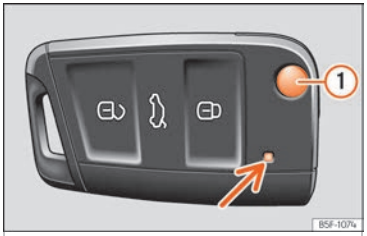
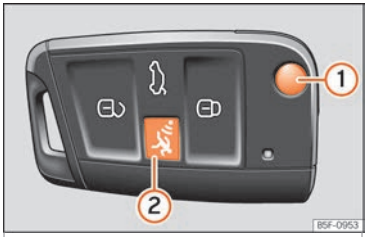

Fig. 117 Llave del vehículo.
Fig. 118 Llave del vehículo con botón de alarma.
Cuando se pulsa brevemente un botón en la llave del vehículo, el testigo de control parpadea ››› fig. 117 (flecha) una vez brevemente, pero si se pulsa durante un tiempo prolongado, parpadeará varias veces, por ejemplo, en la apertura de confort.
Presionando la tecla (1) ››› fig. 117 o ››› fig. 118 se desbloquea y despliega el espadín.
- **Si se pulsan los botones de la llave del vehículo ››› fig. 117 o ››› fig. 118 o uno de los botones del cierre centralizado ››› pág. 129 repetidamente en el transcurso de un breve período, el cierre centralizado se desconecta brevemente como protección contra la sobrecarga. El vehículo está entonces desbloqueado. Bloquéelo en caso necesario.**